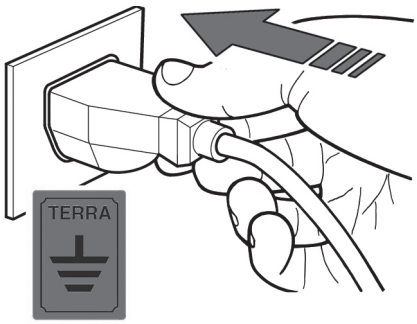

fig. 17
- Il est impératif que l'ensemble de l'équipement soit correctement relié à une prise de terre efficace (fig. 17).